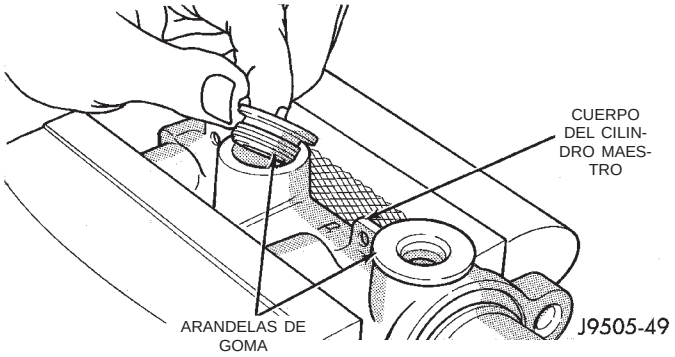

Fig. 43 Desmontaje de las arandela de goma
(6) Retire las arandelas de goma viejas del cuerpo del cilindro (Fig. 43).